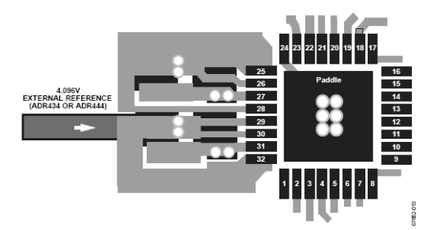

Figure 31. PCB Layout and Decoupling Recommendations for Pin 24 to Pin 32
- Connect the paddle to the ground plane of the board using multiple vias, as shown in Figure 31.
Figure 31 shows an example of the recommended layout for the underside of the AD7625 device. Note the extended signal trace connections and the outline of the capacitors decoupling the signals applied to the REF pins (Pin 29, Pin 30, and Pin 32) and to the CAP2 pins (Pin 25, Pin 26, and Pin 28).